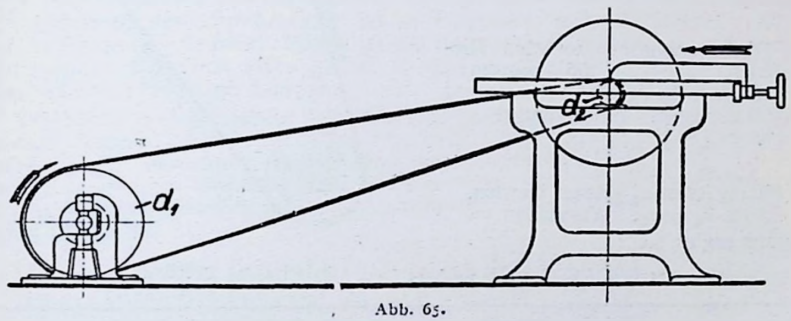

Abb. 65.
17. Die treibende Scheibe des Vorgeleges einer Kreissäge (Abb. 65) hat einen Durchmesser von $d_1 = 400$ mm bei $n_1 = 720$/min. Die getriebene Scheibe der Sägewelle mißt $d_2 = 120$ mm im Durchmesser. Wie groß ist n_2?